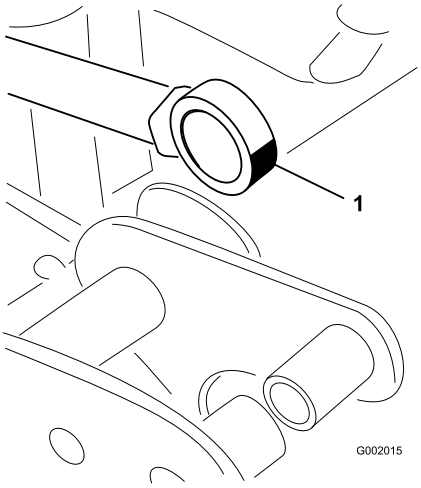

Рисунок 66
5. Приведите в движение конец, где расположен подшипник штока привода, и заправьте подшипник консистентной смазкой (Рисунок 66).